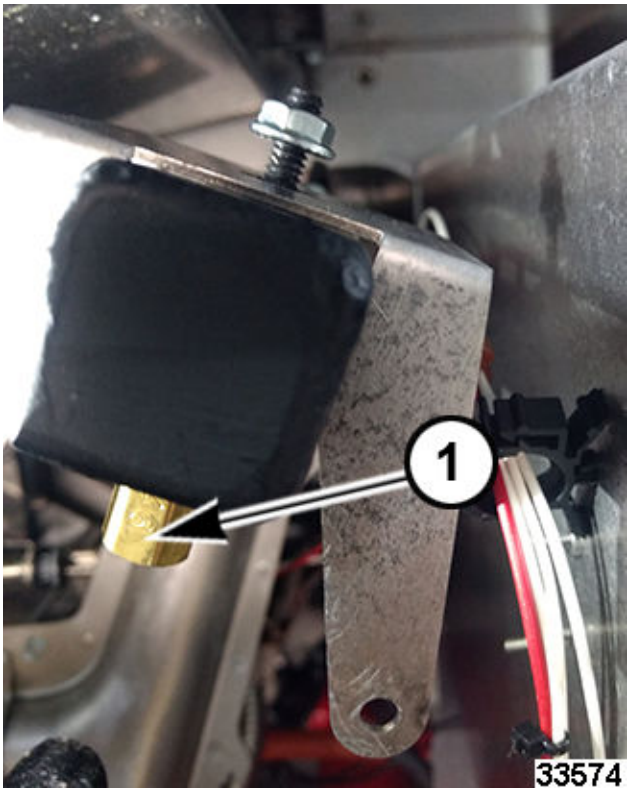

Fig. 60
3. Remove orifice (1, Fig. 60).